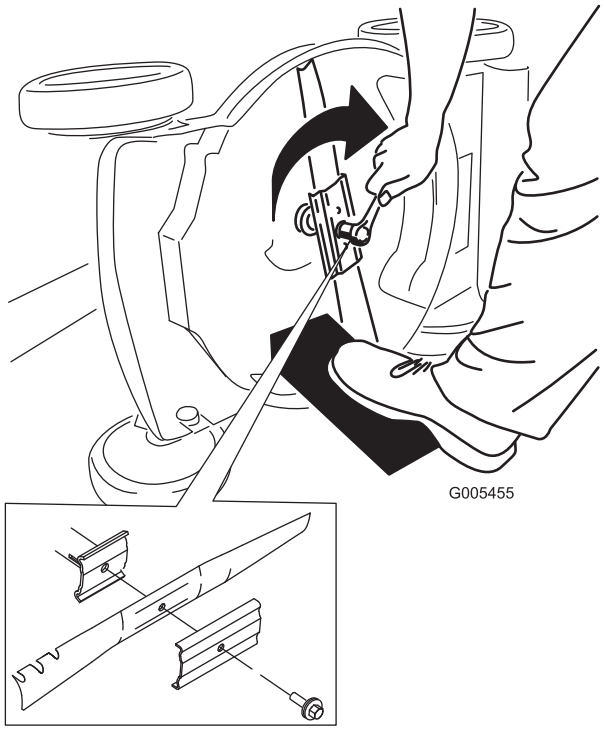

Figure 37
5. Montez la nouvelle lame et toutes les fixations (Figure 37).